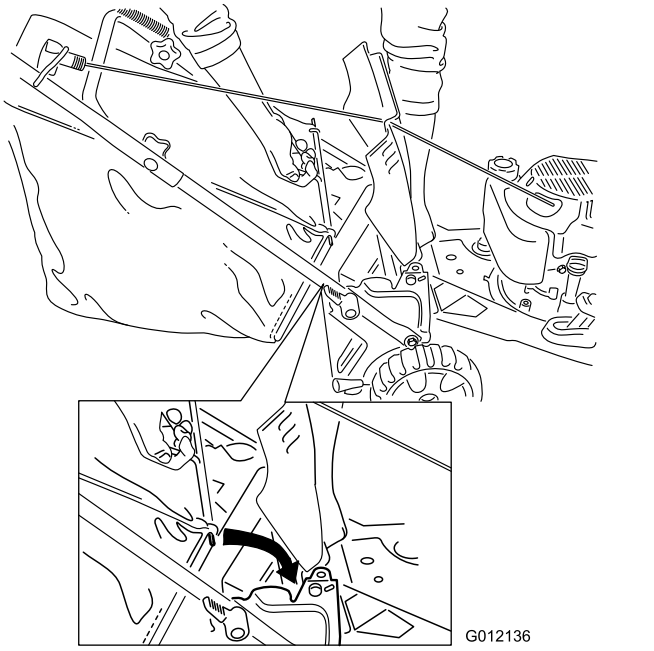

Rysunek 19
2. Podnieś i przytrzymaj w górze tylny deflektor, załóż worek w wycięciach, a następnie opuść tylny deflektor (Rysunek 19).